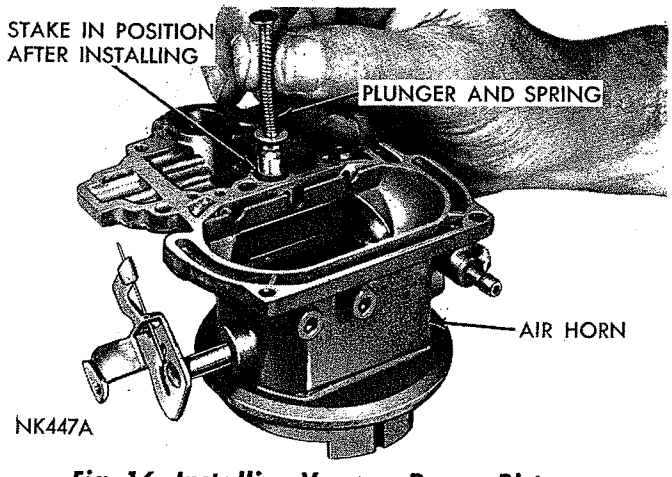

*Fig. 16—Installing Vacuum Power Piston*
(1) Remove accelerator pump plunger from jar of gasoline. If leather is hard, cracked or worn, install a new plunger and shaft.
(2) Slide compression spring over plunger shaft. Insert the assembly through air horn.
(3) Slide bowl vent valve over shaft and down against seat. Engage pump shaft with pump arm and secure with clip.
(4) Install vacuum power piston and plunger in air horn, as shown in (Fig. 16). Lock in position by prick punching on retaining rim. Compress piston plunger to be sure no binding exists. If piston sticks or binds enough to hinder smooth operation, install a new piston assembly.
(5) Slide a new air horn gasket over accelerator pump plunger, and down against air horn. Now, lower air horn straight down on main body, with the accelerator pump plunger sliding into its well. (Be sure the leather on the pump does not curl or fold back.) Install air horn retaining screws and lockwashers, then tighten securely.
(6) Install accelerator pump and fast idle connector rods, then work accelerator pump plunger several times, to be sure it operates freely.